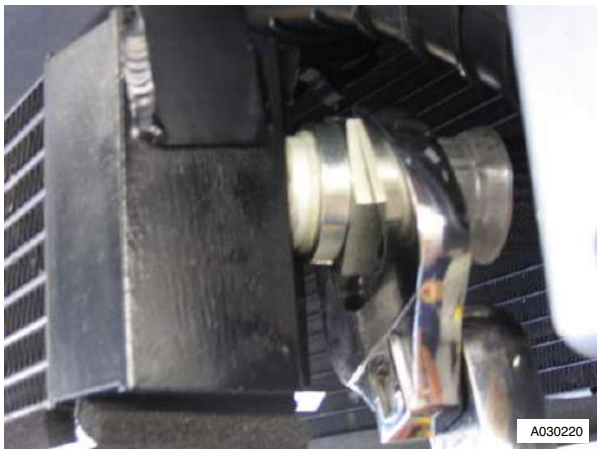

Figure 2
6. Remove pipe from oil cooler and pull out from inner wing (position container to catch oil) (refer to Figure 2).